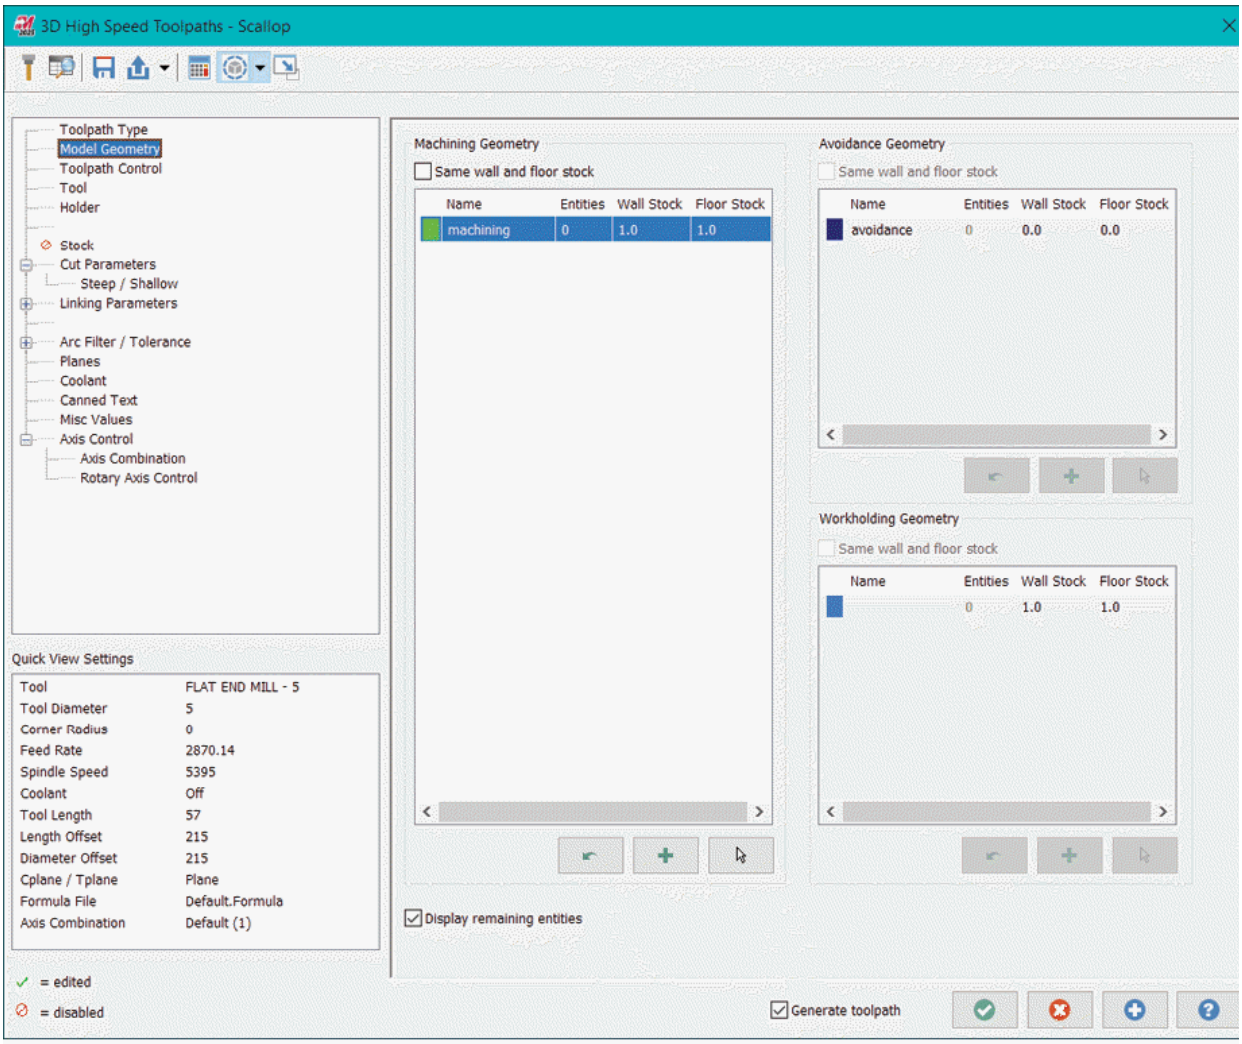

Figure-45. 3D High Speed Toolpaths-Scallop dialog box
- Click on the **Scallop** tool from the **Finishing Toolpaths** drop-down in the **Ribbon**. The **3D High Speed Toolpaths-Scallop** dialog box will be displayed; refer to Figure-45. Click on the **Select entities** button from the **Machining Geometry**